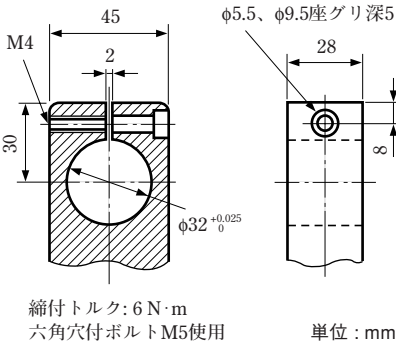

図2.取付ホルダーの構成寸法(ご参考)
- **機械装置へホルダーを使用して取付ける場合には、図2のような寸法のホルダーをご用意いただき、規定トルク6 N·mを目安として締付け、固定してください。**